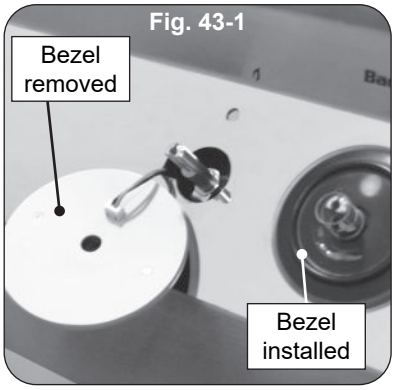

Fig. 43-1
4. Slowly lift the lighted bezels to clear the valve stems, and let rest as shown in Fig. 43-1.